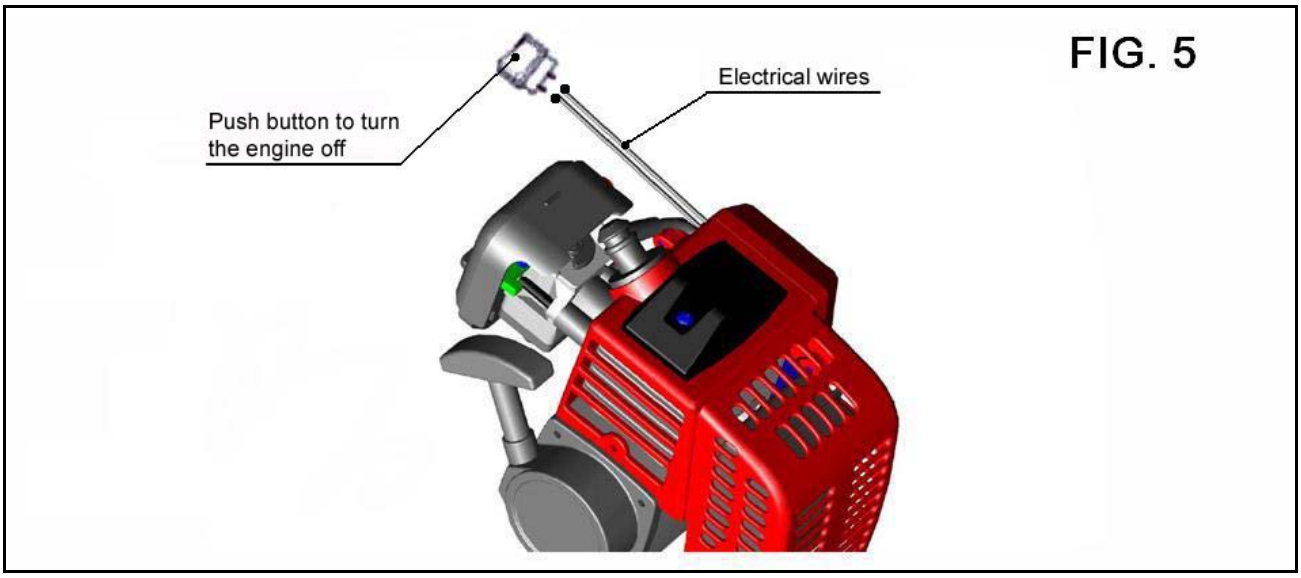

FIG. 5
2. Press the push button to stop the engine (Fig. 5).